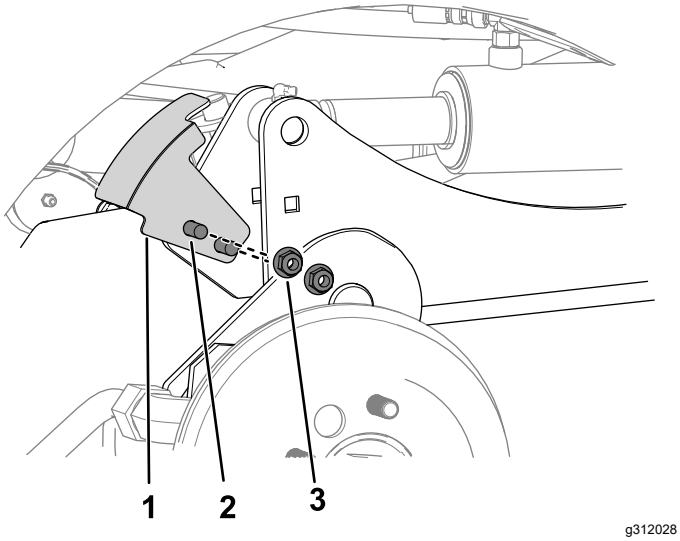

Рисунок 7
5. С помощью двух каретных болтов и двух гаек (⅜ дюйма) прикрепите кронштейн датчика к правому подъемному рычагу (Рисунок 7).